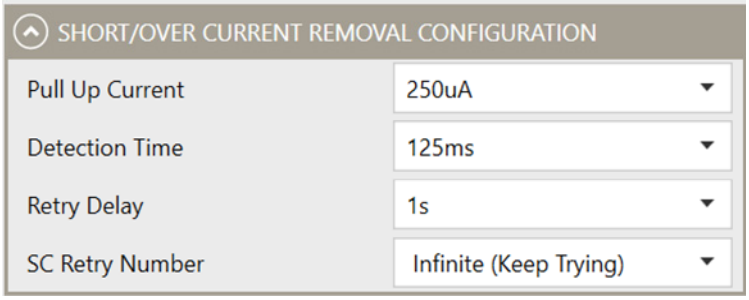

Figure 20: Short-Circuit/Over-Current Removal Configuration
15. Configure short-circuit/over-current removal (see Figure 20).